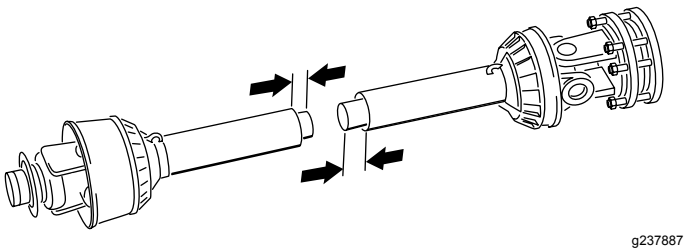

**Figur 17**
11. Separera de båda halvorna av kraftuttagsaxeln (Figur 17).
12. Mät avståndet från änden av varje rör till rörets säkerhetsskydd (Figur 17). Notera avstånden.